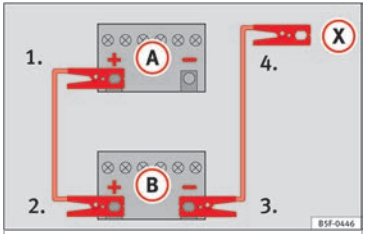

Fig. 59 Diagram of connections for vehicles without Start Stop system
2. Connect one end of the *red* jump lead to the positive (+) terminal of the vehicle with the flat battery (A) ››› **Fig. 59**.
3. Connect the other end of the *red* jump lead to the positive terminal (+) in the vehicle providing assistance (B).
4a. *For vehicles without Start-Stop system:* connect one end of the *black* jump lead to the negative terminal (–) of the vehicle providing the current (B) ››› **Fig. 59**.